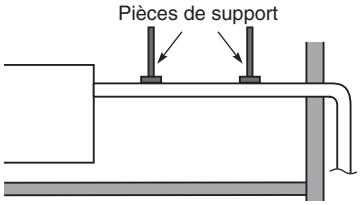

Fig. 3-13
- N'exercez pas de force sur la canalisation située du côté de l'unité lors de la connexion du tuyau de purge. Le tube ne doit pas être laissé suspendu non supporté de sa connexion à l'unité. Fixer le tube à un mur, un châssis ou autre support aussi près que possible de l'unité. (Fig. 3-13)